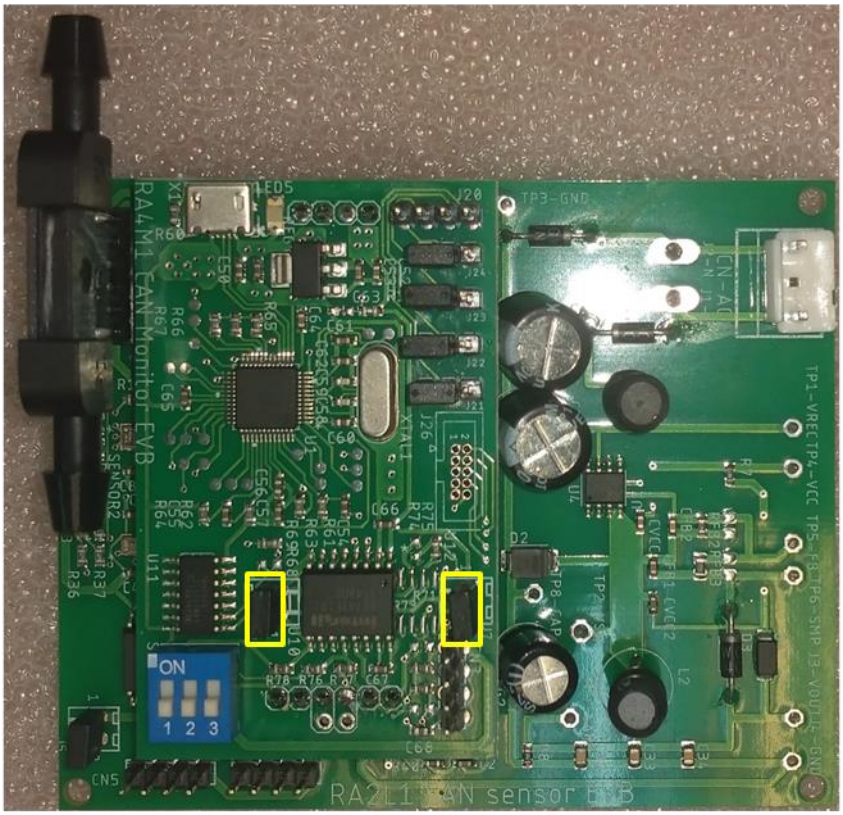

Figure 5-2 Host board configuration
B. Plug in RA4M1 monitor EVB on RA2L1 CAN sensor EVB by MONITOR_CONNECTOR shown as Figure 5-2.
C. Connect J6~J7 P1/P2 on RA4M1 monitor EVB shown as the yellow box in Figure 5-2.